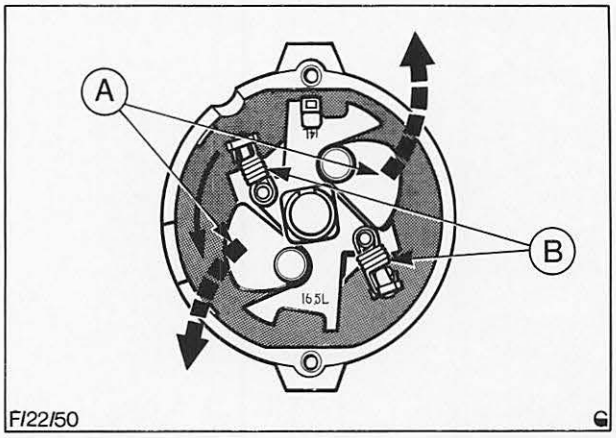

Abb. 12 Fliehkraftversteller
a) Mechanisch wirkende Fliehgewichte, Abb. 12.